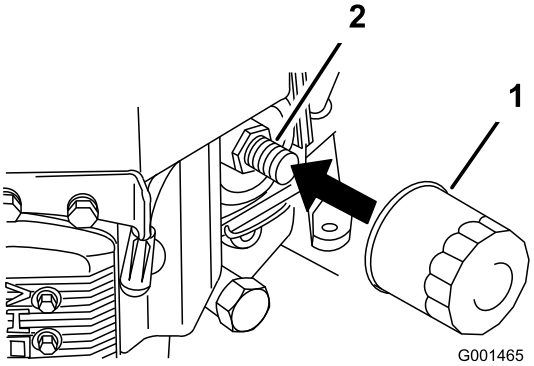

Figuur 25
2. Verwijder het oude filter (Figuur 25).
3. Smeer een dun laagje schone olie op de rubberen pakking van het nieuwe filter (Figuur 25).
4. Plaats het nieuwe filter op het filtertussenstuk, draai het oliefilter rechtsom totdat de rubberen pakking contact maakt met het filtertussenstuk. Draai het filter vervolgens nog een extra 3/4 slag vast (Figuur 25).